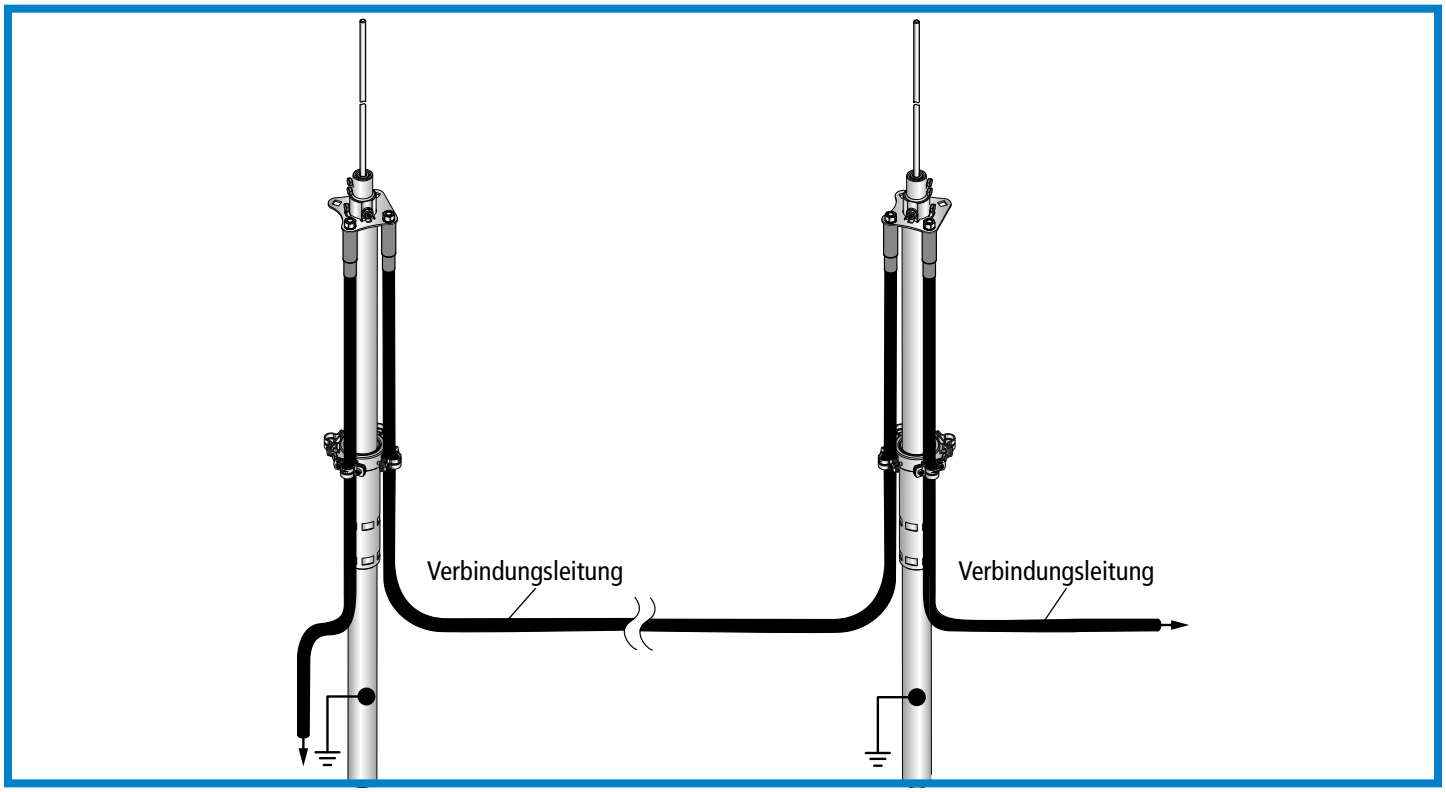

Bild 11 Verbindungsleitung zwischen den Stützrohren
- eine Verbindungsleitung zwischen den Stützrohren wie im Bild 11 dargestellt, ähnlich einer Ringleitung, begünstigt den Stromaufteilungskoeffizienten k_c. Dadurch kann der notwendige Trennungsabstand "s" verringert bzw. eingehalten werden. Für diese Anschlüsse (Rohraußenverlegung) werden die Anschlusselemente z.B. Art.-Nr. 819 197 oder 819 196 verwendet.